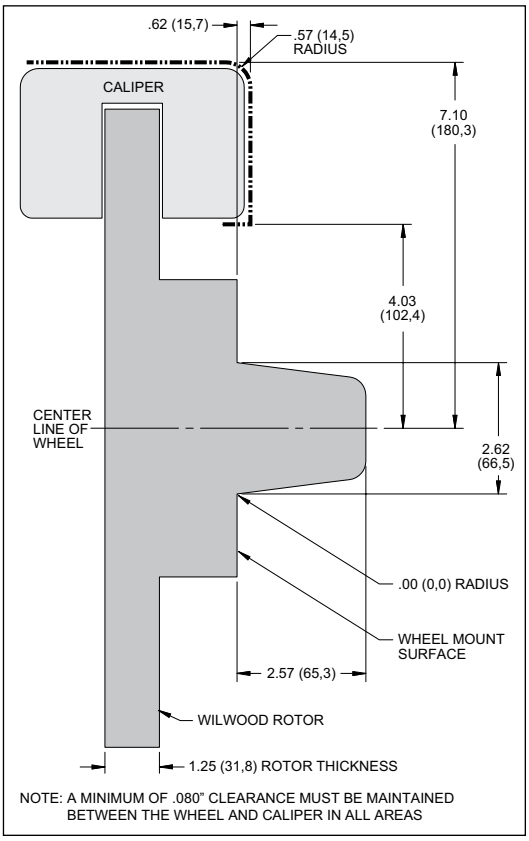

Figure 3. Wheel Clearance Diagram
- **Review the Wheel Clearance Diagram (Figure 3, Page 4) to verify that there is adequate clearance with the wheels you will be using with the installation.**
•Verify your wheel clearance using Figure 3.